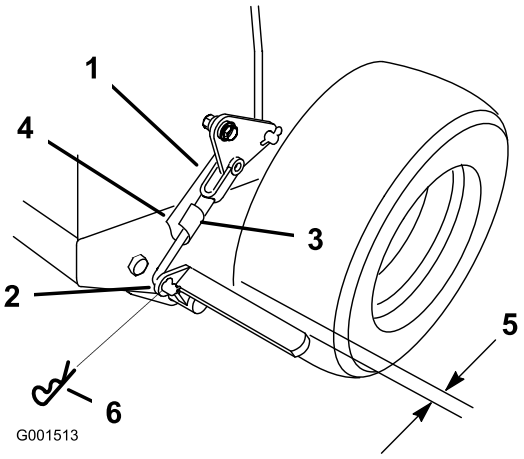

Figur 42
3. Avlägsna fjäderns hårnålssprint från den nedre bromslänken (Figur 42).
4. Vrid det nedre bromslänkoket medurs in i oket för att dra åt parkeringsbromsen eller moturs ut ur oket för att lossa parkeringsbromsen (Figur 42).
Obs: När parkeringsbromsen är frikopplad är spelet mellan däcket och den platta stången ca 6 mm (Figur 42).
5. Fäst den nedre länken i den nedre bromsspaken med hjälp av hårnålssprinten och sprintbulten (Figur 42).